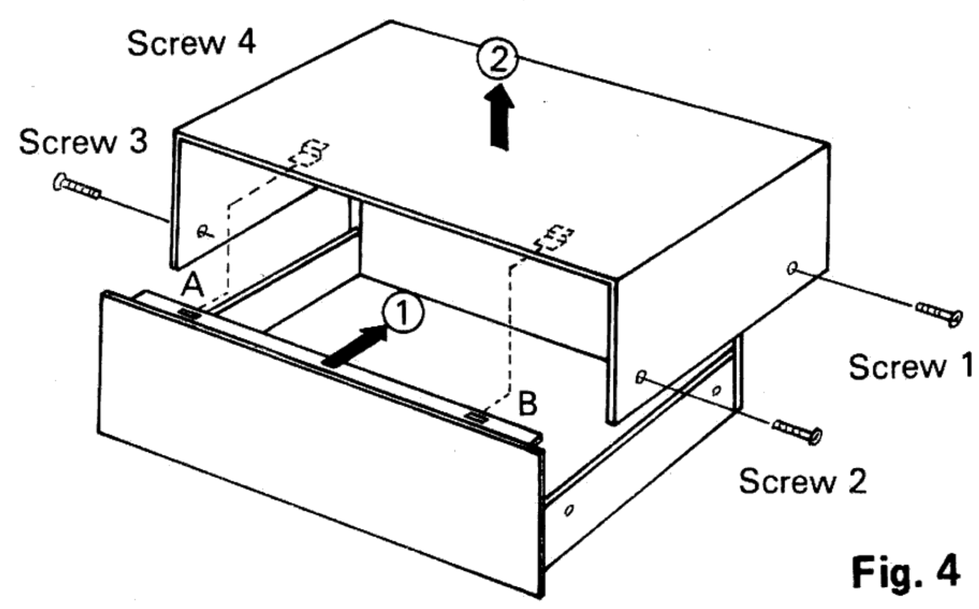

Fig. 4
(1) Remove four (4) cabinet mounting screws (side) Nos 1~4, as shown in fig. 4.
(2) Remove metal fitting of cabinet from holes A and B of front panel in arrow direction ①, as shown in fig. 4.
(3) Remove cabinet from chassis in arrow direction ②, as shown in fig. 4.
(4) To reassemble, reverse above procedure.